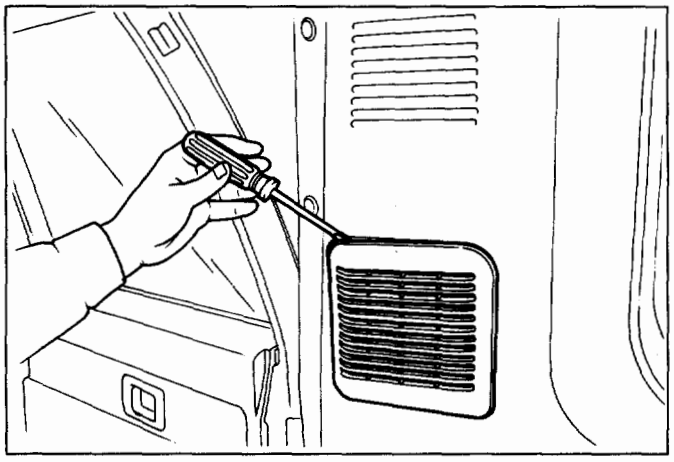

Fig. 10-103
7. **Speaker grille (Fig. 10-103)**